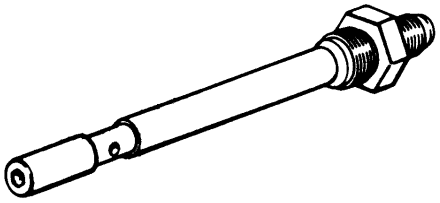
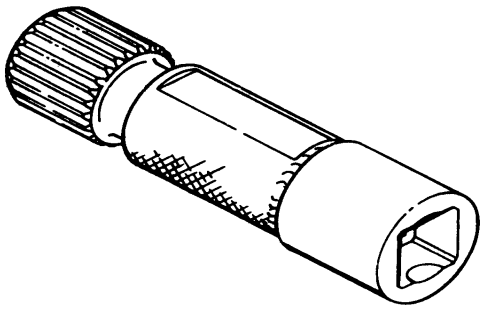

Figure 23. 6796089 Prop Brake Release Attachment
Figure 24. 23032404 or 6796182 Starter Shaft Turning Spline
(1) Install 6796089 propeller brake release attachment (figure 23) into port at lower righthand side of rear housing.
(2) Remove plug facing downward below the oil pump mounting pad.
(3) Connect shop air to release attachment and apply 60–100 psig pressure to propeller brake.
(4) Using 23032404 or 6796182 starter shaft turning spline (figure 24) attempt to turn starter shaft. If shaft does not turn, remove propeller brake. (QA)